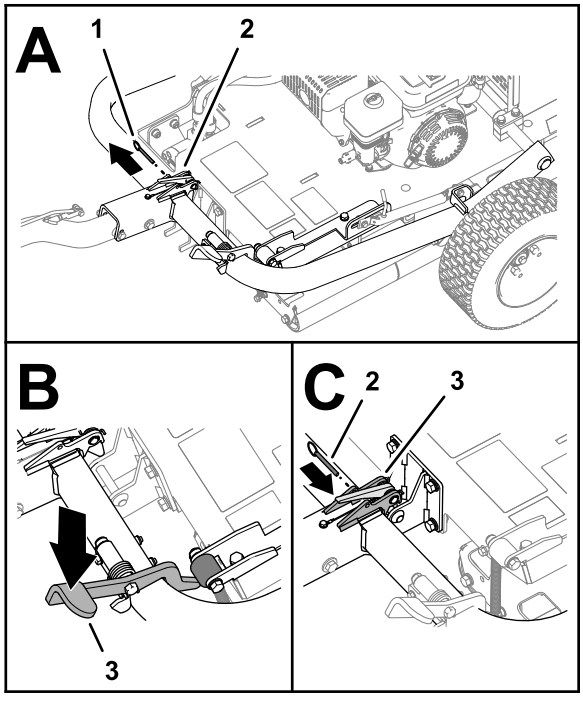

**Figur 8**
6. Om en låssprint finns monterad ska du avlägsna den från spärren (Figur 8).
7. Trampa på dragkrokens pedal tills dragkroken låses på plats (Figur 8).
8. För in låspinnen genom hålen i spärren (Figur 8).